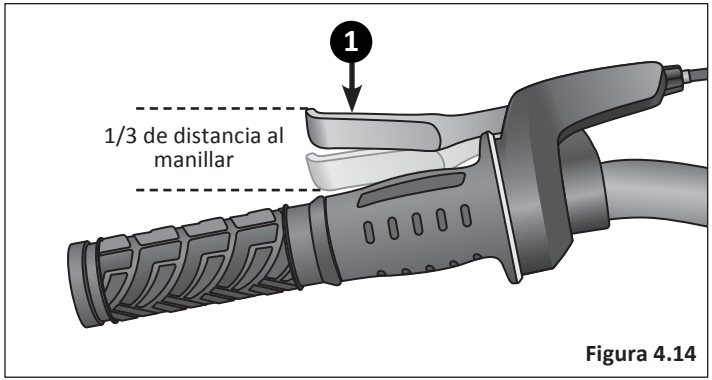

Figura 4.14
1. Después de ajustar el freno, apriete la maneta del mismo tan fuerte como pueda varias veces y vuelva a inspeccionar las zapatas del freno, el centrado y el recorrido de la maneta de freno. Si las zapatas del freno ya no están a escuadra con el rin, repita los ajustes de la zapata de freno. **Figura 4.14**